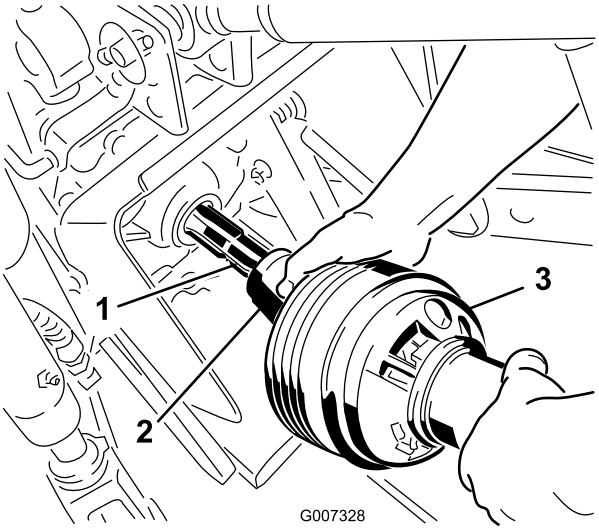

Figur 18
3. Anslut kraftuttagsaxeln till traktorns kraftuttagsaxel (Figur 18).